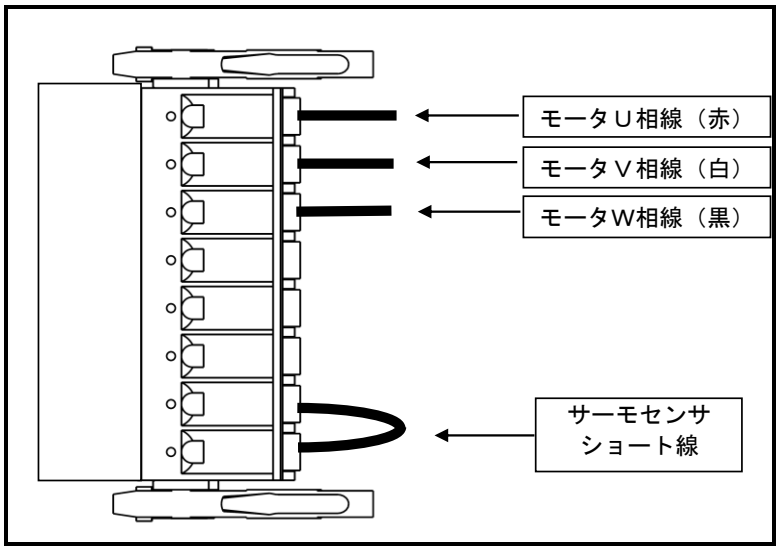

図 A-22：出荷時のモータケーブル接続状態
(1) 現状のモータケーブルが「図 A-22：出荷時のモータケーブル接続状態」の状態であることを確認します．